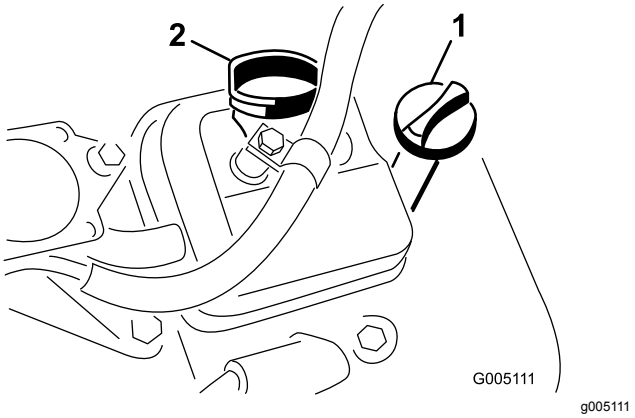

**Figur 28**
3. Sätt in oljestickan i oljeröret och skruva fast den i röret (Figur 28).